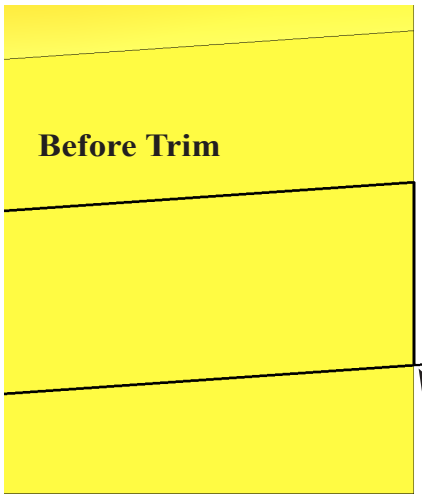

Fig. 108
Step 29. Trim the small piece of line that extends out from body, **Fig. 108**.